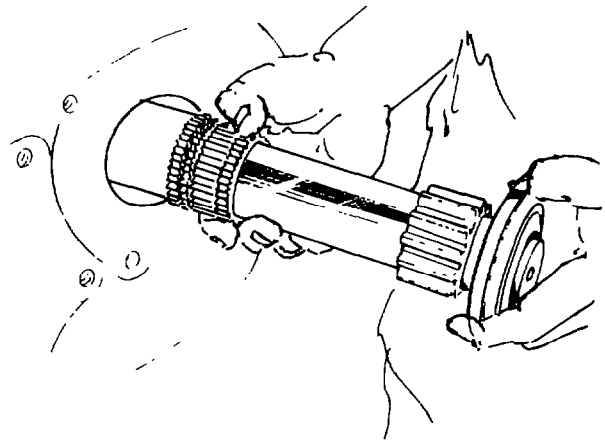

Fig. 203 — Installing Rear Countershafts
m. Position the transmission horizontally, and start the rear countershafts through the rear bearing openings in the case (see fig. 203).